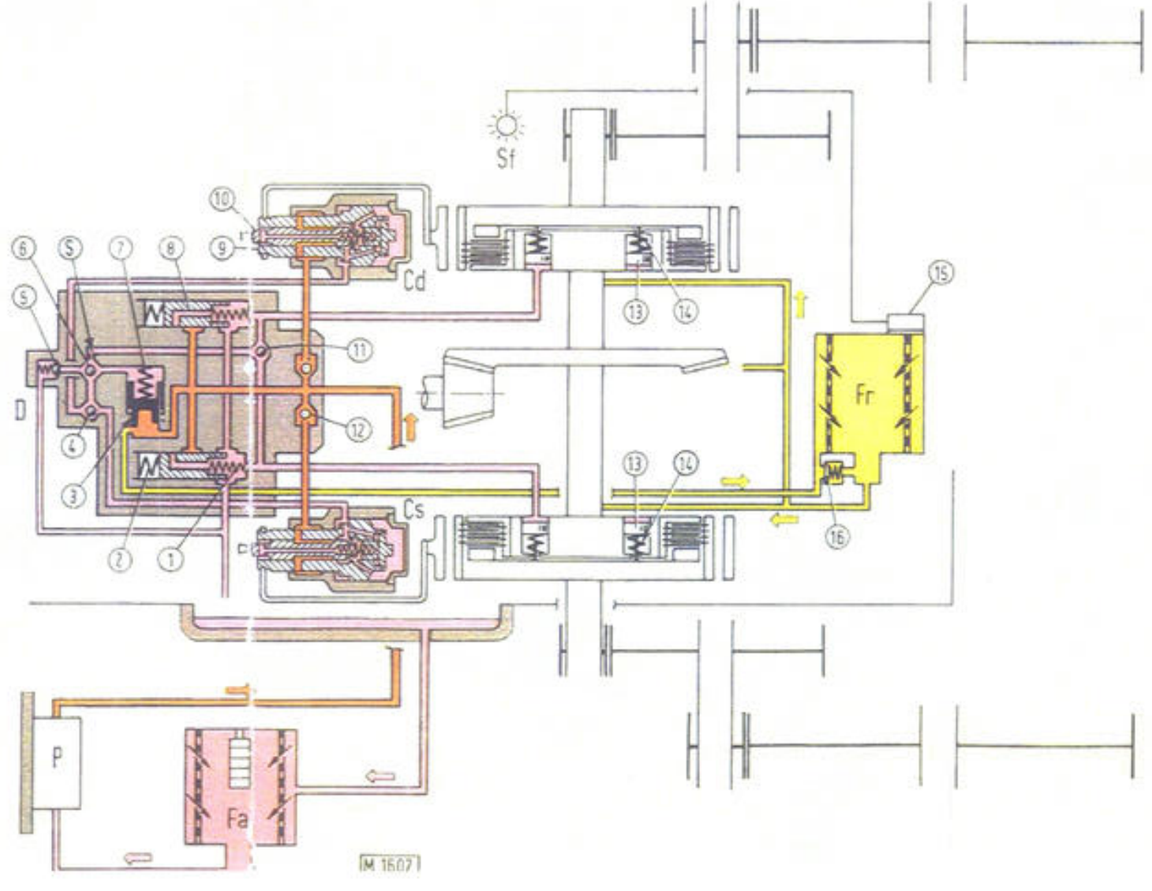
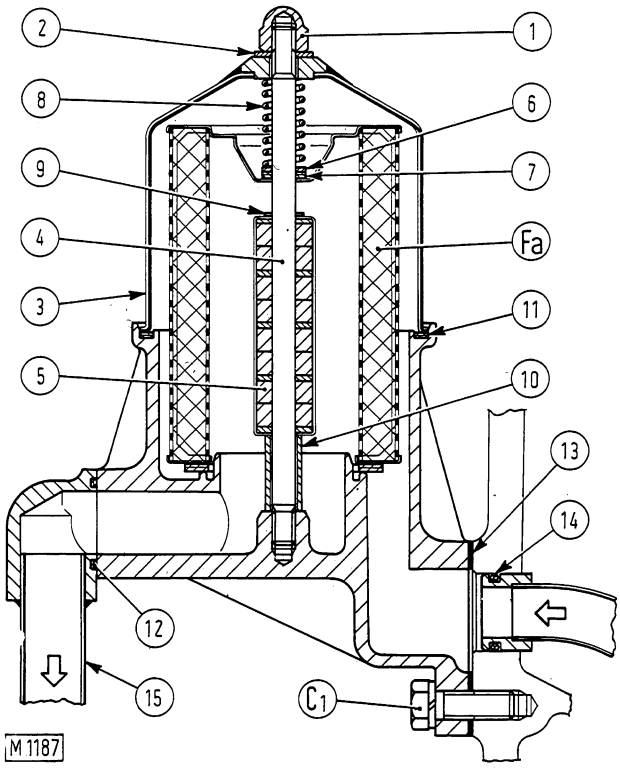
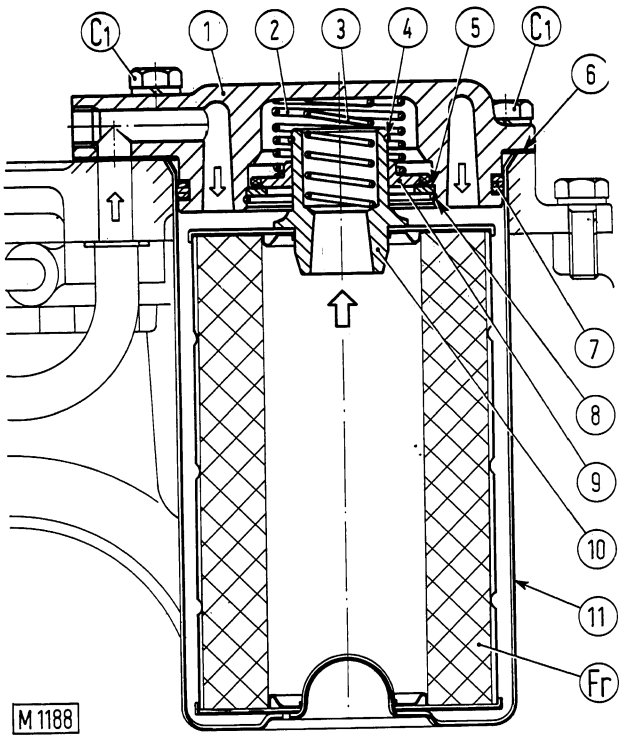
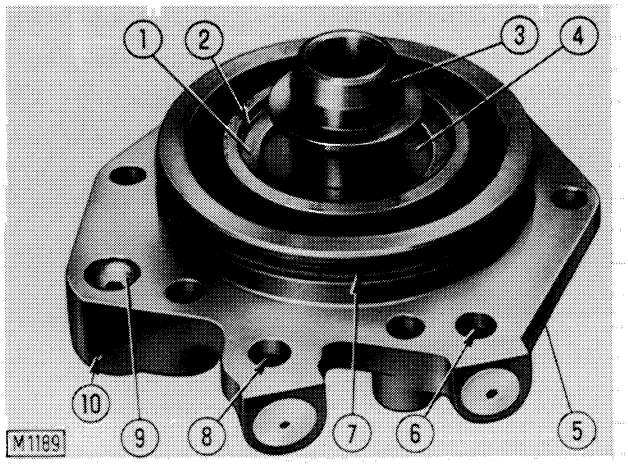

Fig. 12-1 Steering and Brake System Hydraulic Schematic
Fig. 12-7 - Section through pump inlet filter.
Fig. 12-8 - Section through oil return filter.
Fig. 12-9 - Oil return filter cover (5).
12.1.1 OIL SUPPLY AND LUBRICATION (fig. 12-1)
12.1.2 Disengagement of one steering clutch (a, fig. 12-1)
12.1.4 POWER BRAKE SYSTEM (b, fig. 12-1).
12.1.5 APPLICATION OF ONE CLUTCH AND POWER ACTUATION OF THE CORRESPONDING BRAKE (C, fig. 12-1)
Full-flow, tin coated steel wool cartridge pump inlet filter (Fa, fig. 12-7) (priming circuit, fig. 12-1).
Paper cartridge filter (Fr, fig. 12-8) branched off return line to the axle casing (lubrication and flushing circuit, fig. 12-1. A filter by-pass valve (19) is provided to permit oil circulation should the filter become restricted.
Remove nut (1, fig. 12-7) and withdraw both cartridge (Fa) and magnetic rod (5).
Renew any damaged seals and assemble filter as shown in fig. 12-7.
Back off capscrews (C1, fig. 12-8) and withdraw cover assembly (fig. 12-9).
Renew cartridge (Fr, fig. 12-8) and, if necessary, also the seals.
Clean the inside of body (11) and assemble as shown in fig. 12-8.
Ensure that vent orifice (10, fig. 12-9) and vent (9) are free from dirt or foreign particles.